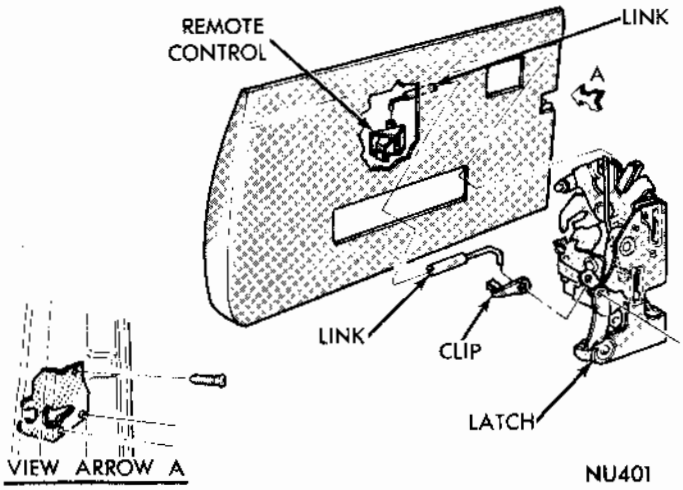

Fig. 16 - Door Lock and Control
(1) Disconnect handle to latch link (Fig. 16) from latch by pulling link outward.
(2) Disconnect locking lever rod (front door only) from latch.
(3) Disconnect control rod from latch.
(4) Remove latch to door screws.
(5) Rotate latch and disconnect remote control link when removing.
(6) Lubricate all moving points of latch.